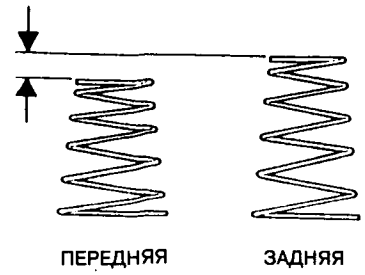

Рис.4 Различие пружин
1. Правильно установить переднюю и заднюю пружины. Задняя пружина длиннее чем передняя (см. рис.4).